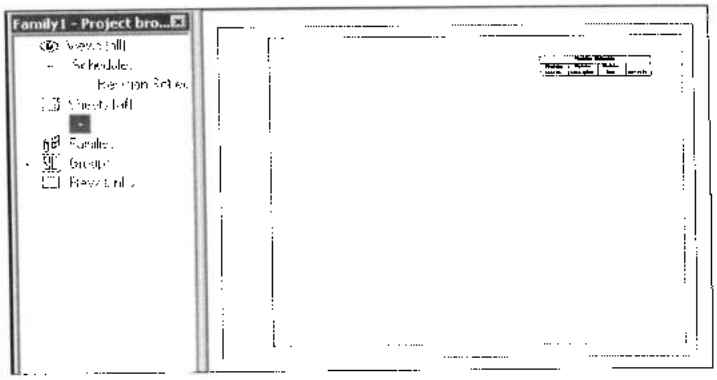

Рис. 35.20. *Размещение ведомости исправлений на листе*
9. В Навигаторе проекта развернуть категорию **Schedules** (Спецификации) и перетащить ведомость изменений в нужное место на листе (рис. 35.20).